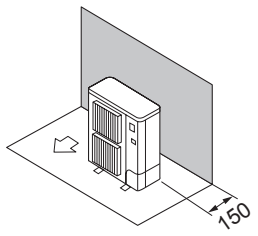

Fig. 3-5
① Окружающие предметы - только сзади (Fig. 3-5)